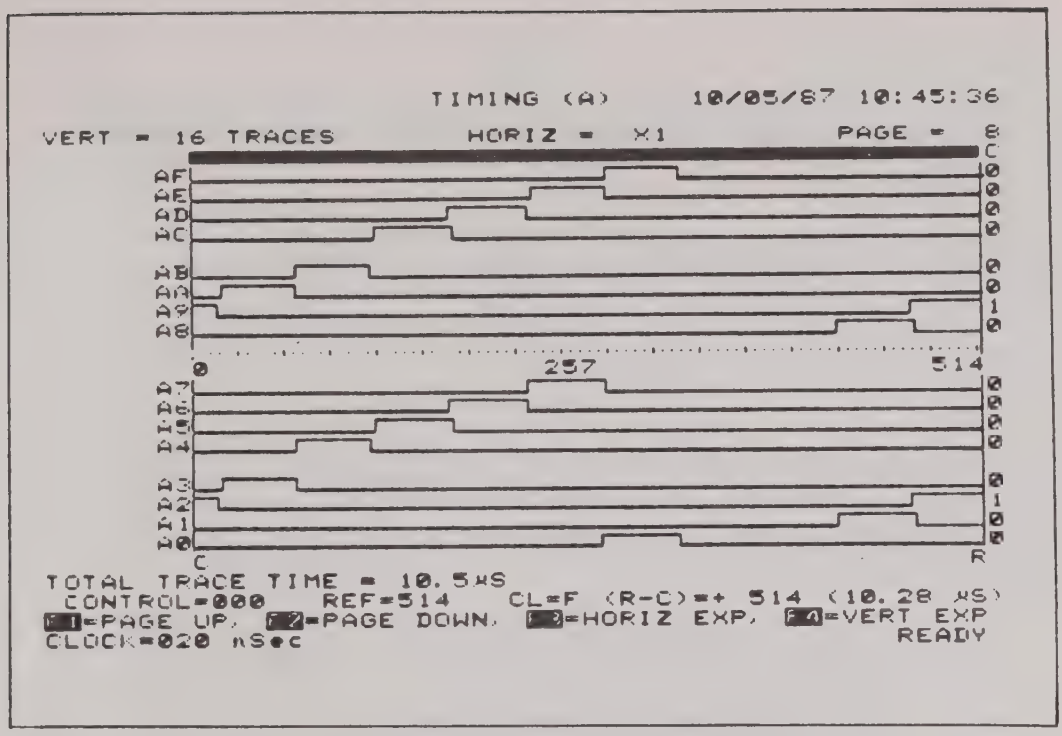

Figure 3-2. Typical Probe Test Recording Using Internal Clock
3. Observe a staircase pattern of pulses (shown in Figure 3-2) appears on the screen. This pattern begins at any point on the screen as determined by the Default Setup. Memory is filled with samples starting at Location 0 in the data stream.